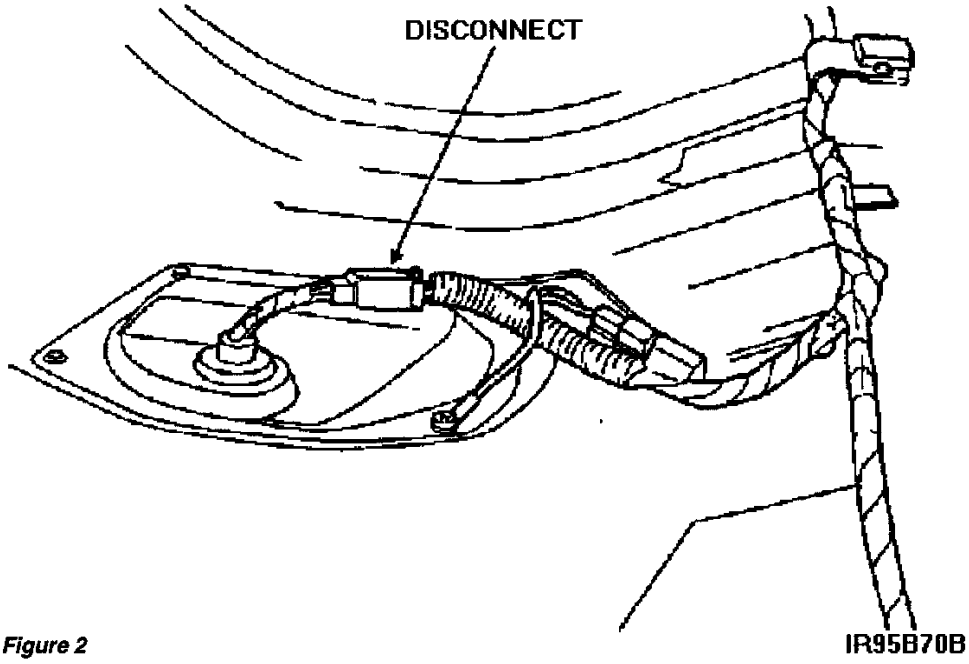

Figure 2
5. Disconnect fuel pump electrical connector. See Figure 2.